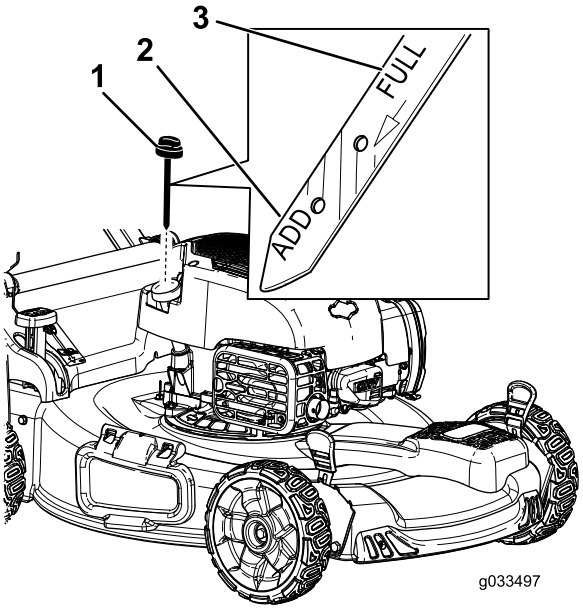

Rysunek 32
6. Wyjmij wskaźnik poziomu z szyjki wlewu oleju (Rysunek 32).